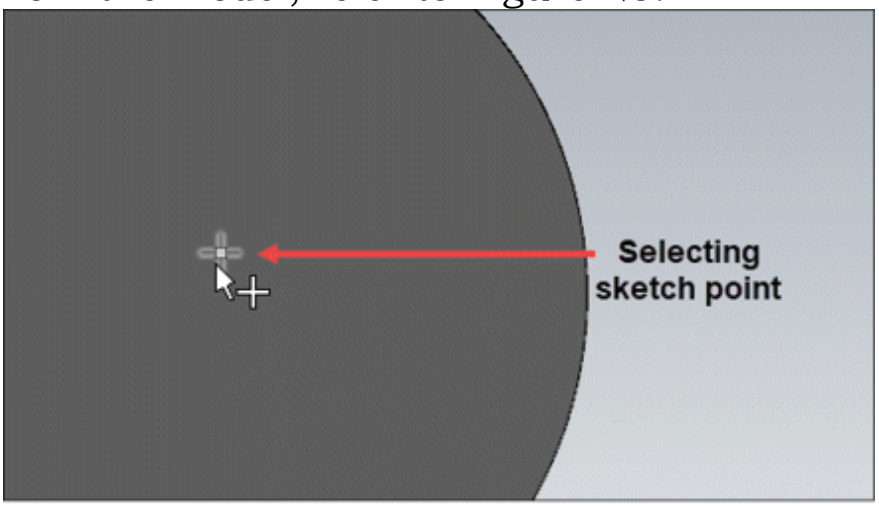

Figure-28. Selecting sketch point
- Select the **Point** option from the drop-down to select sketch points from the model; refer to Figure-28.